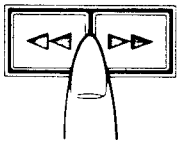

Fig. 3
5. To stop tape play or replace the cassette, fully depress both Fast Forward/Rewind Buttons ❻ at the same time. (Fig. 3)